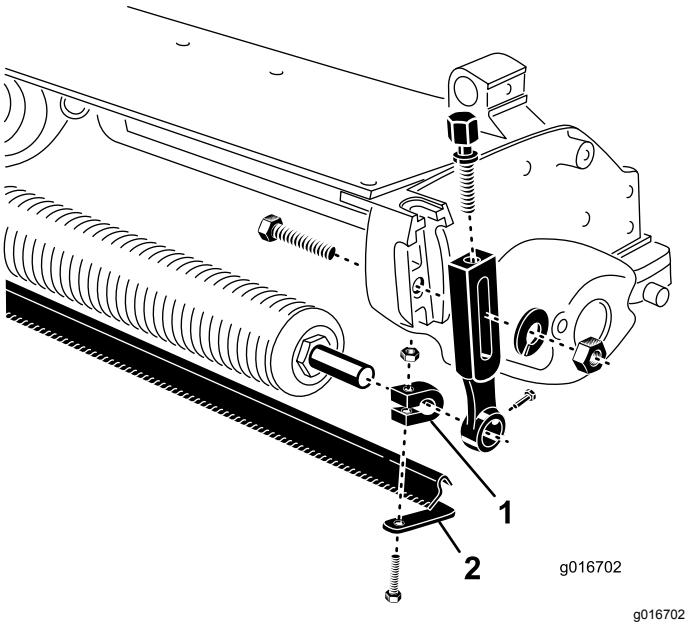

Bild 2
5. Befestigen Sie eine Kopfschraube und Mutter lose auf jeder Klemme (Bild 2). Ziehen Sie sie nicht an.
6. Setzen Sie eine Wellenklemme auf jedes Ende der Rollenwelle (Bild 2).
9. Setzen Sie die Bürste zwischen die Frontrolle und das Mähwerk, wie in Bild 2 dargestellt.